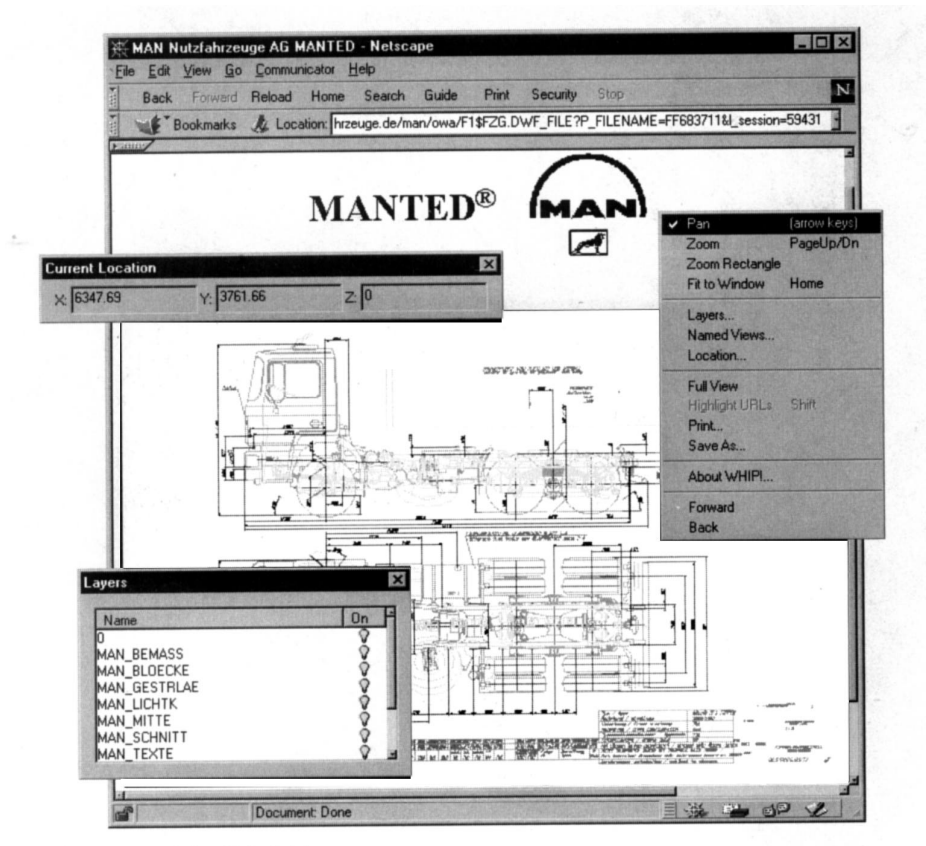

图28-10 选择汽车类型
8) 装入DWF插件需要花些时间。接下去花几分钟下载 DWF文件。图28-10中所示图形的大小为185KB。在该图形上右击鼠标便可显示插件的选择菜单。例如，用户可以切换不同层、放大缩小图形以及显示面板全貌，并且可以将 DWF图形存为文件。在第 29章“ Internet上的AutoCAD ”中，我们将详细讲解DWF文件。